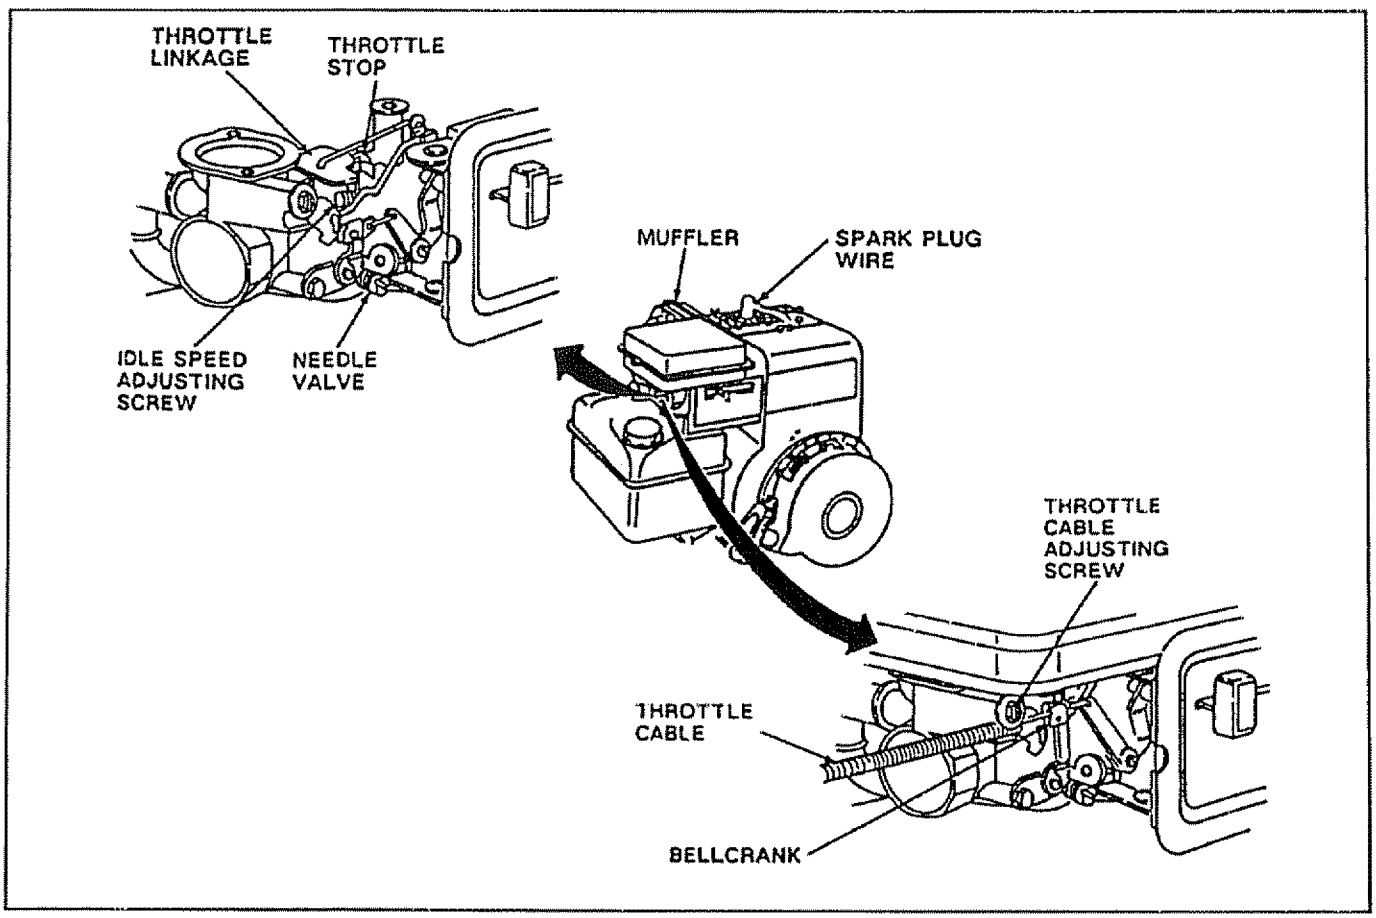

FIGURE 33
- Turn Needle Valve (Fig. 33) clockwise (↷) until it just closes. Valve may be damaged by turning Needle Valve in too far.